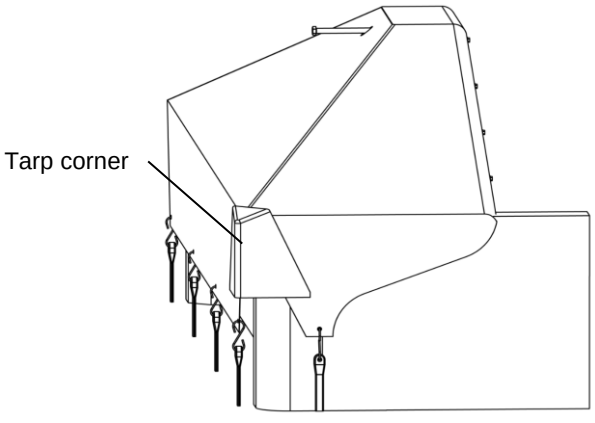

Figure 7
9. **Figure 7.** If needed, to improve tightness of the system, weld the tarp corners over the rear door hinges. Those corners are provided with the system.